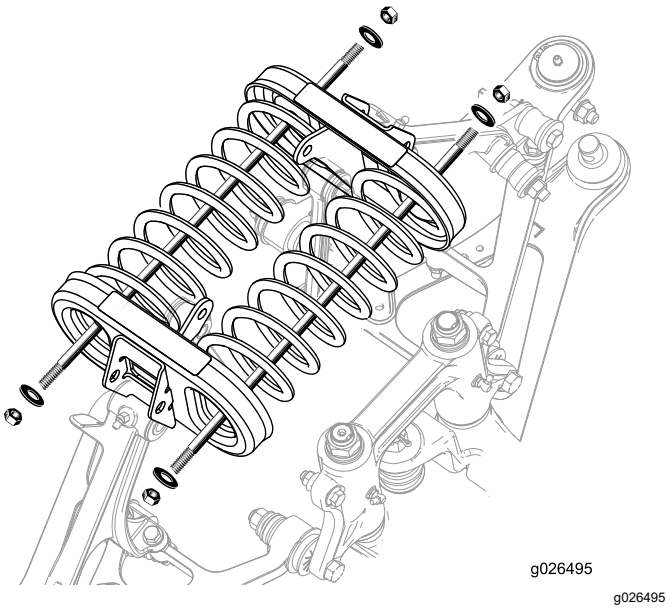

Figur 19
3. Sätt i muttrarna och brickorna på stångens båda ändar (Figur 19).
4. Dra åt en mutter på varje stång för att fästa fjädrarna (Figur 19).